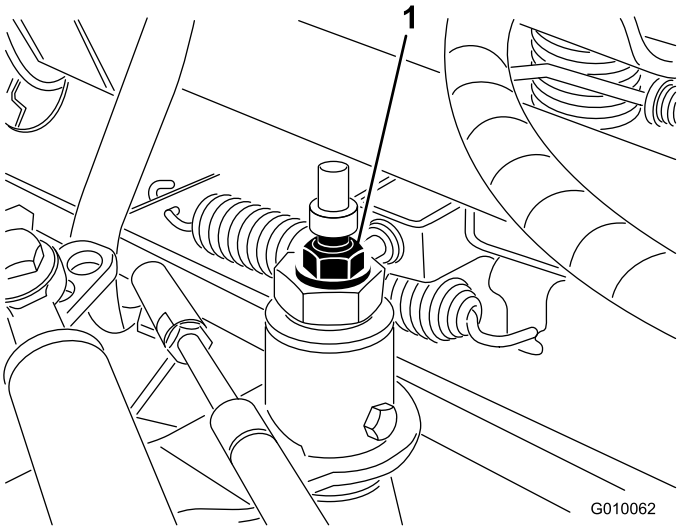

Figur 54
3. Lossa låsmuttern på hjuldrivningens justeringskam (Figur 54).